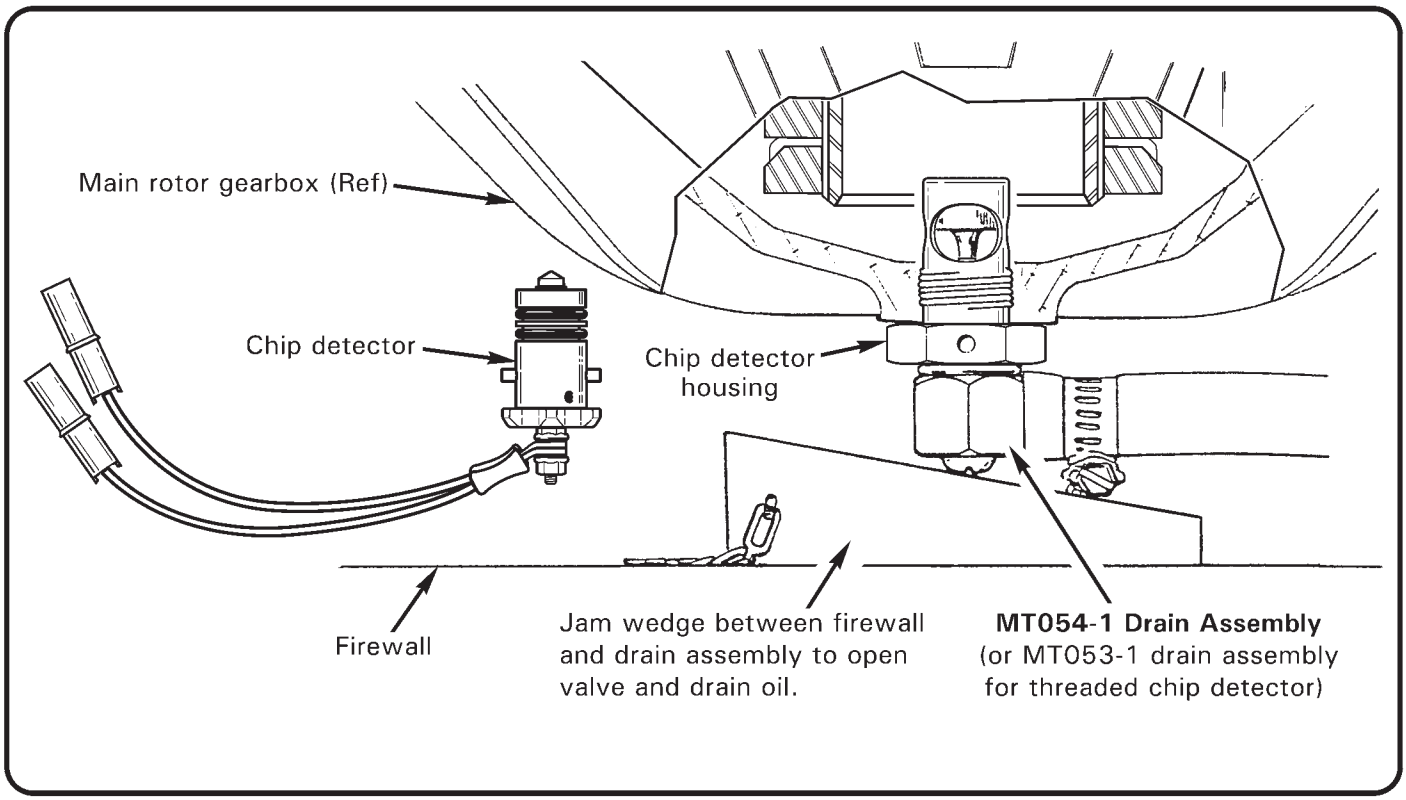

FIGURE 1-2 DRAINING MAIN ROTOR GEARBOX
3. Refer to Figure 1-2. Insert MT054-1 drain assembly (or MT053-1 drain assembly for threaded chip detector) into housing. Position drain hose overboard into a suitable drain container. Jam wedge between firewall and drain assembly to open valve and drain oil.